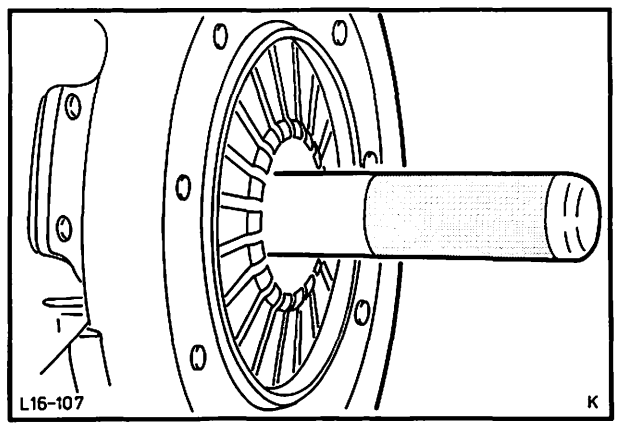

Abb. 130 Kupplungsreibscheibe mit Spezialwerkzeug 21-067 zentrieren
4. Kupplungsreibscheibe seitenrichtig (mit der Nabe nach hinten zeigend) und unter Verwendung des Spezialwerkzeuges 21-067 in die Schwungscheibe einsetzen, Abb. 130.